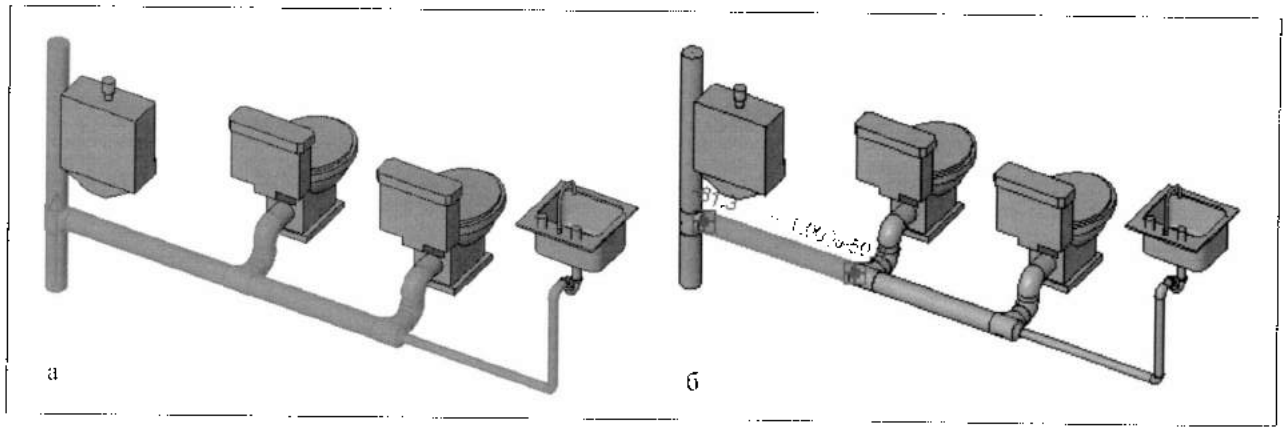

Рис. 40.32. *Формирование уклона в трубопроводах канализации*
10. Сформировать уклон в трубопроводах системы канализации (рис. 40.32).